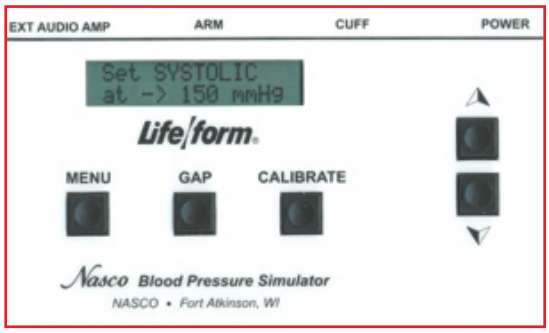

Figure 29
2. The "Set SYSTOLIC" pressure menu will display in the Electronic Control Unit window. ***(See Figure 29.)***